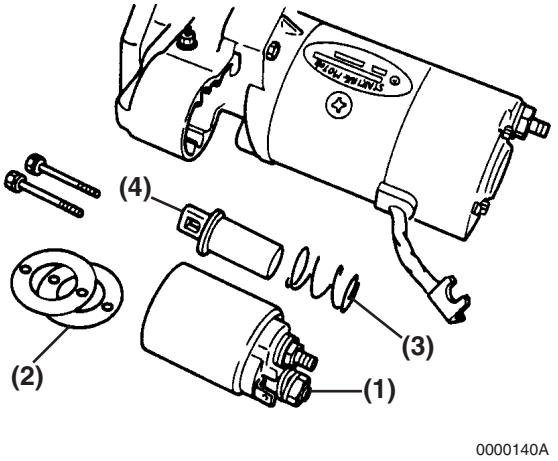

Figure 10-4
3. Remove the two bolts or nuts retaining the solenoid switch assembly **(Figure 10-4, (1))** to the pinion housing. Remove the solenoid switch assembly and dust covers **(Figure 10-4, (2))**. Remove the plunger **(Figure 10-4, (4))** and torsion spring **(Figure 10-4, (3))** from the pinion housing.